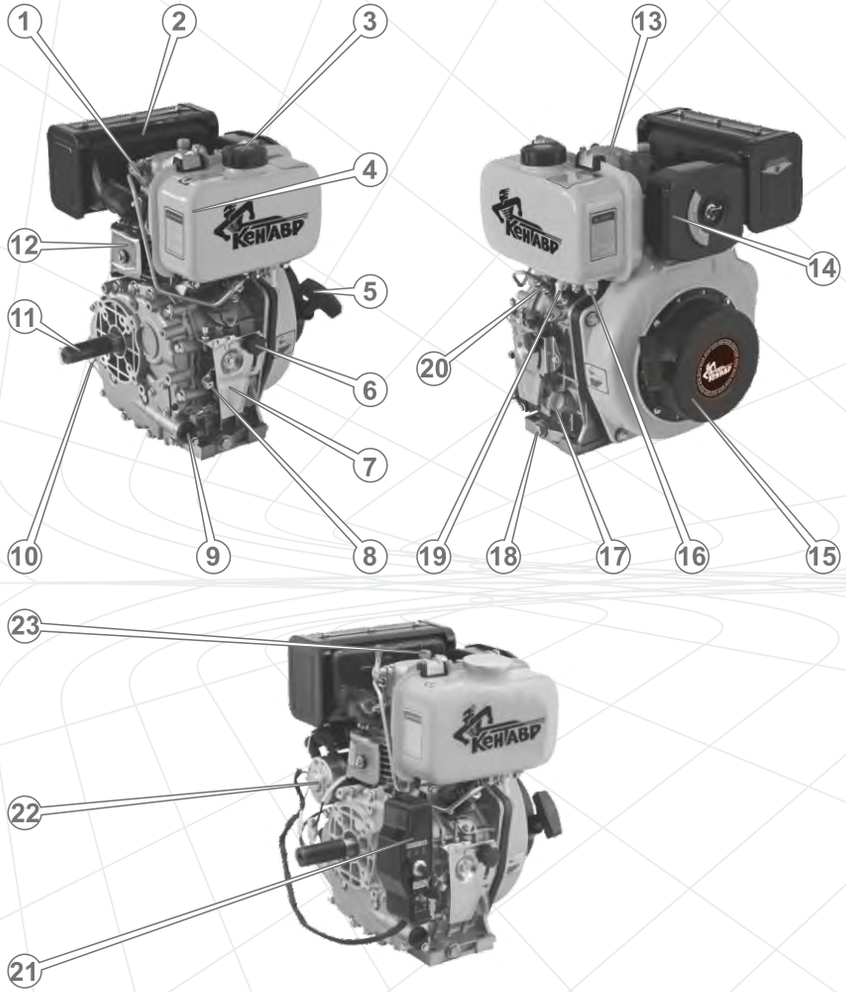

Рисунок 3
3. Двигатель (подробно см. рисунок 3).